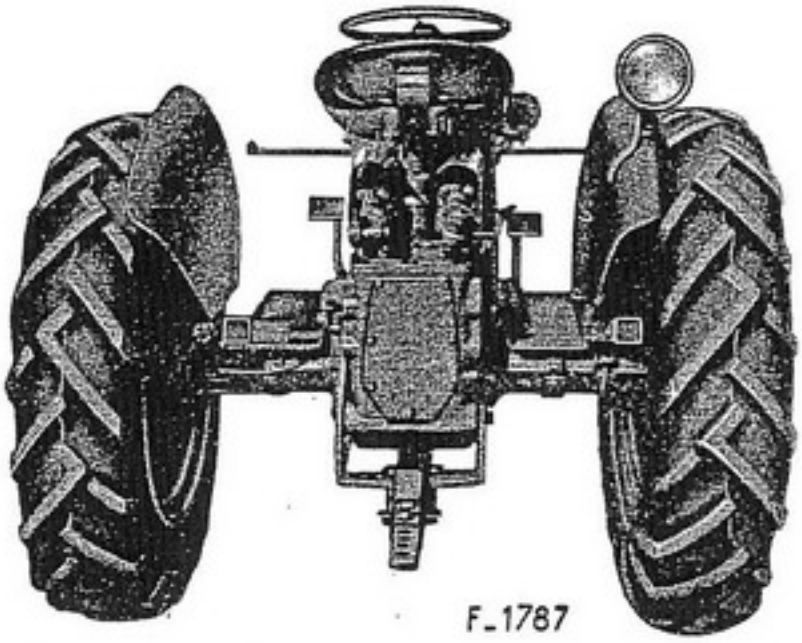

Figure 68A - Position des catadioptres (Utility)
- Le montage des catadioptres a été conçu de façon à permettre leur fixation conformément aux exigences du Code de la Route, compte tenu de la voie arrière adoptée. (Voyez figures : 68A pour Utility et 68B pour Vineyard).